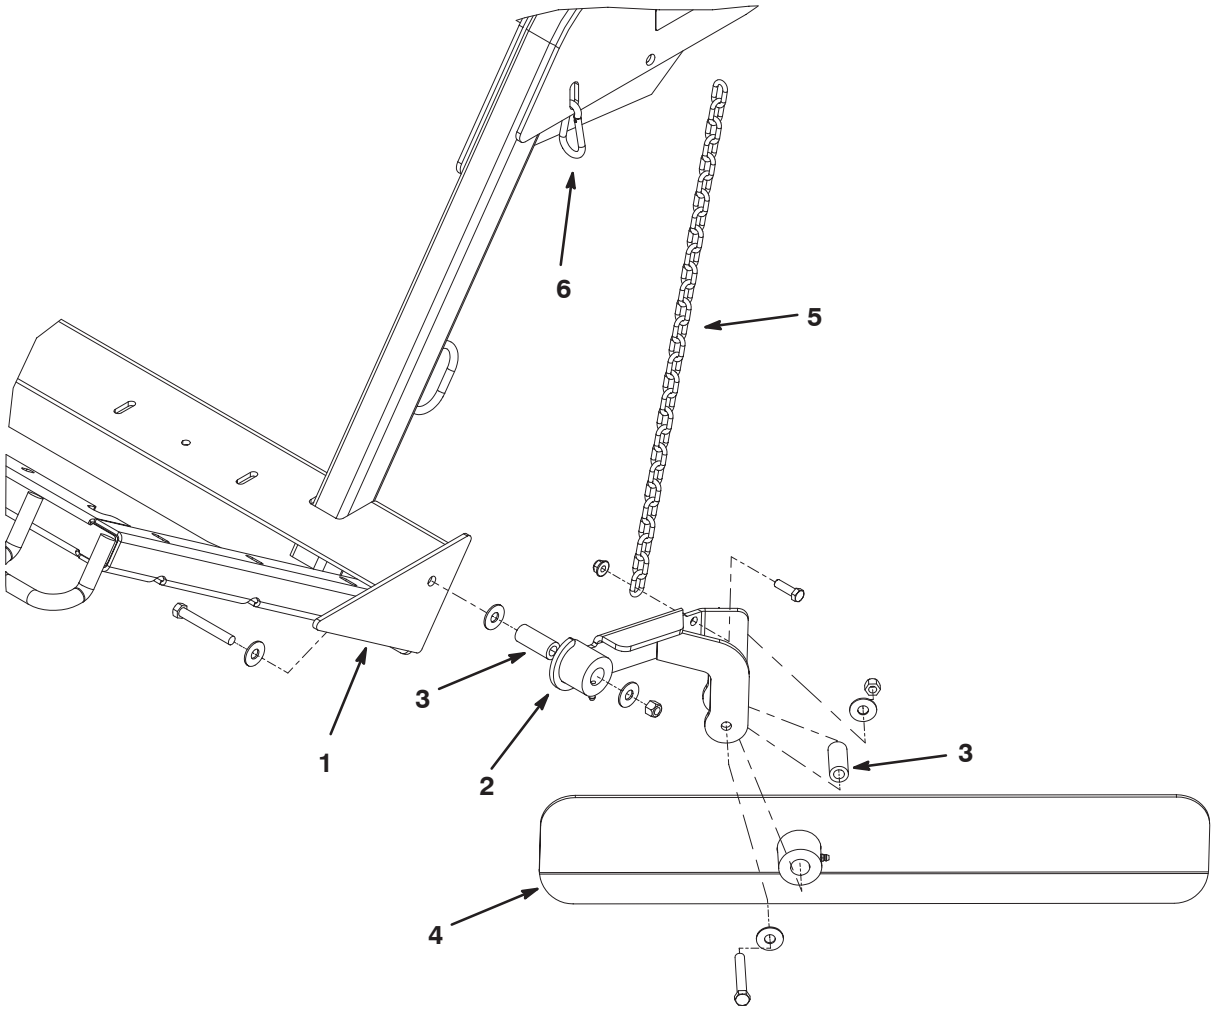

Bild 27
1. Befestigen Sie die Messerbefestigung mit einer 7/16 x 3–14 Zoll Kopfschraube, (3) Flachscheiben, einem Distanzstück und einer Sperrmutter am linken Ende des Kehrmaschinenrahmens. Platzieren Sie die Bestandteile, wie in Bild 27 dargestellt.
2. Befestigen Sie das Windrow Messer mit einer 7/16 x 3–14 Zoll Kopfschraube, (2) Flachscheiben, einem Distanzstück und einer Sperrmutter an der Befestigung. Platzieren Sie die Bestandteile, wie in Bild 27 dargestellt. Das längere Ende des Messers muss von der Kehrmaschine weg positioniert sein.
3. Befestigen Sie die Kette mit einer 3/8 x 1–1/4 Zoll Kopfschraube und einer Mutter an der Messerbefestigung (Bild 27).
4. Befestigen Sie das andere Ende der Kette am Schlitz im Rahmen mit dem Schnappbindeglied (Bild. 27). Die Kette sollte Spielraum haben, wenn sie angeschlossen ist.